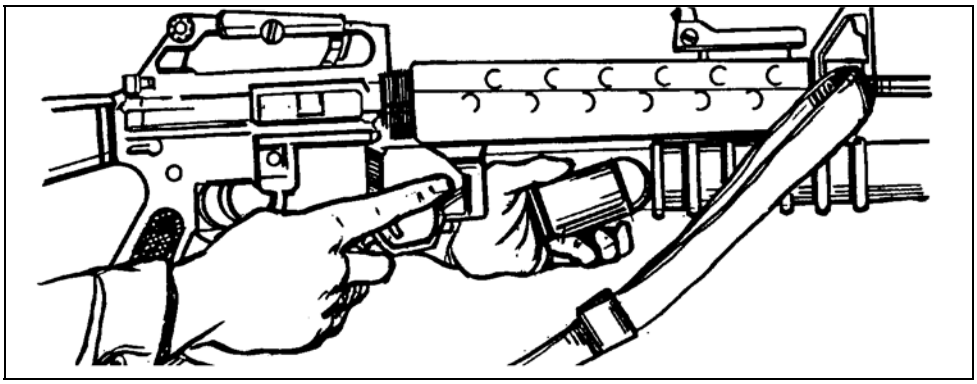

Figure 2-7. Loading the M203 grenade launcher.
e. **Loading**. With the barrel assembly open, the grenadier inserts a round into the breech end of the barrel (Figure 2-7).